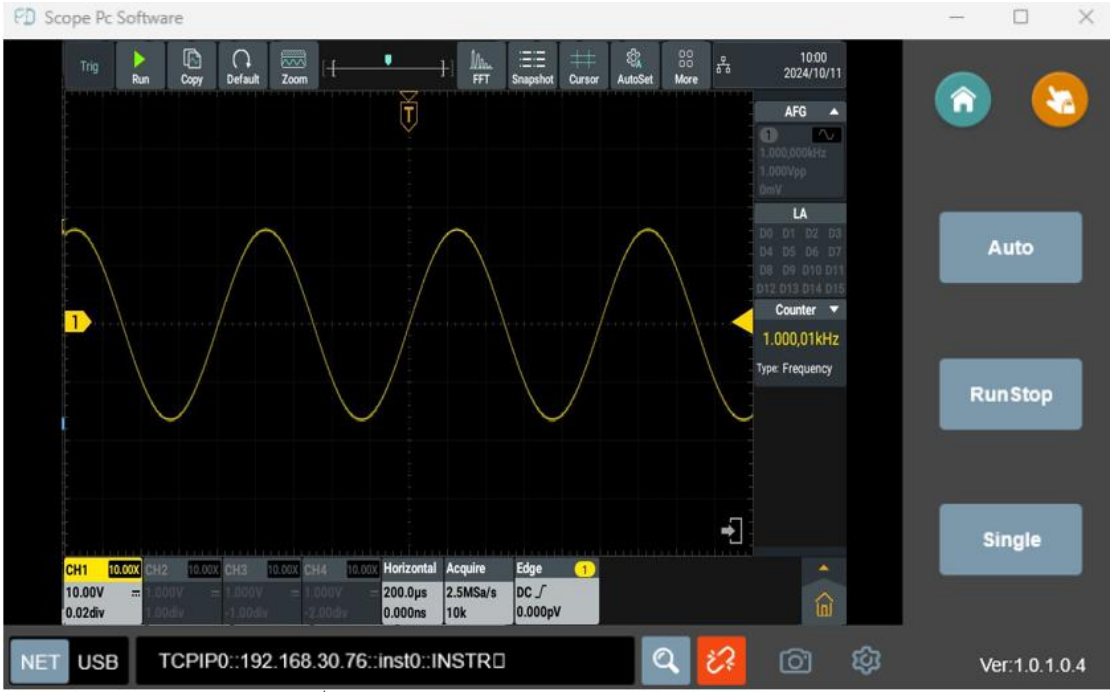

Figure 2-8
7、After connecting successfully,you will enter the instrument interface,as shown in Figure 2-8.